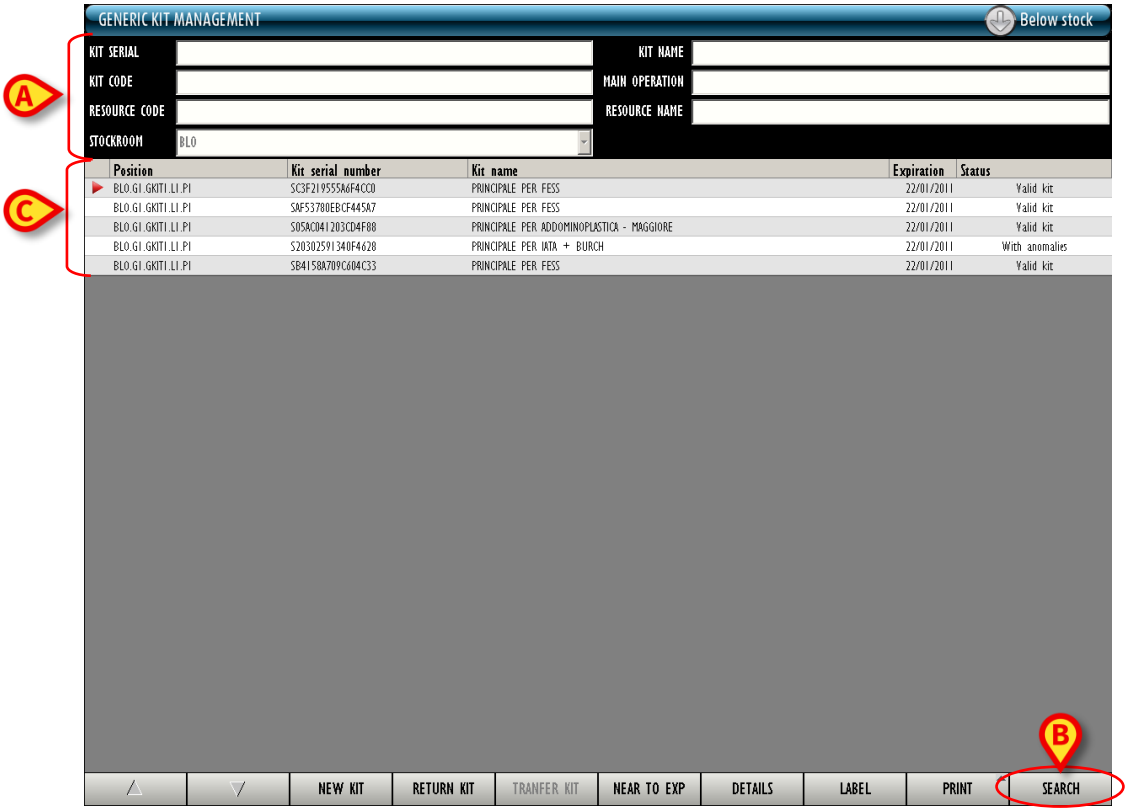

Fig 224 - Generic kits list
- specify the values of the filters (Fig 224 **A**).
- Click the **Search** button on the command bar (Fig 224 **B**).
The list of kits is displayed as a table (Fig 224 **C**). If no value is specified the system displays the list of all the existing kits.